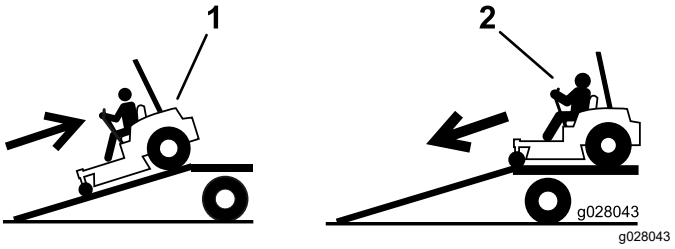

Figura 50
2. Baje la máquina por la rampa conduciendo hacia adelante (Figura 50).